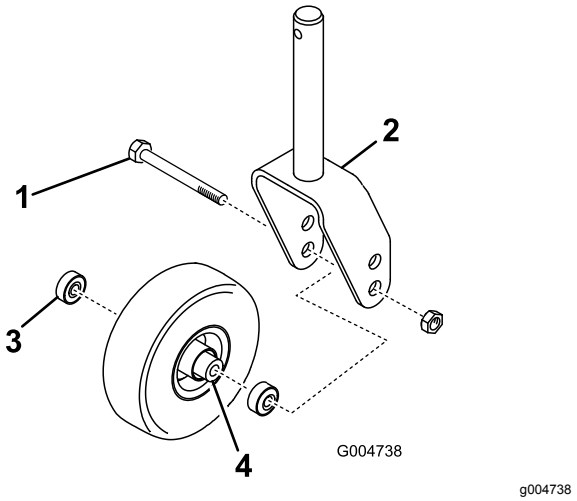

Figuur 142
1. Verwijder de borgmoer van de bout waarmee het zwenkwiel is bevestigd in de zwenkwielvork of in de draaiarm van het zwenkwiel (Figuur 142).
2. Pak het zwenkwiel vast en schuif de bout uit de vork of draaiarm (Figuur 142).
3. Verwijder het lager uit de wielnaaf en laat het lager eruit vallen (Figuur 142).
4. Verwijder het lager vanaf de andere kant van de wielnaaf (Figuur 142).